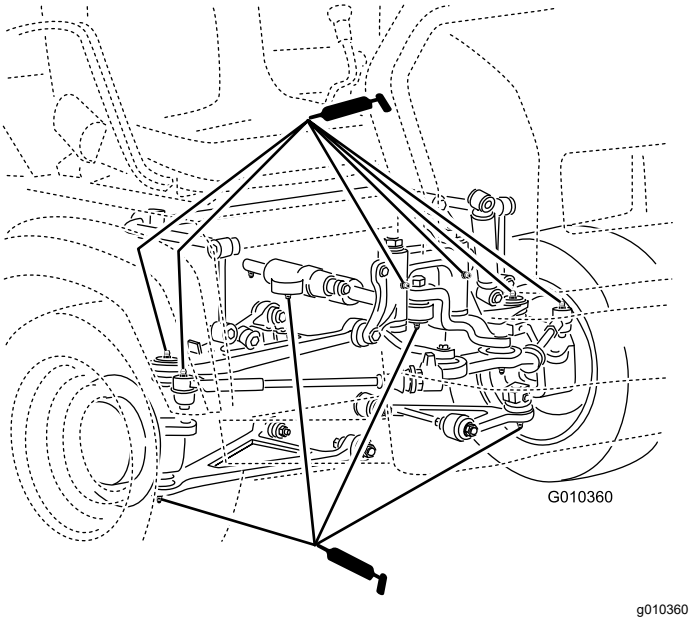

Figura 29
- **Articulaciones esféricas (4)**; consulte Figura 29
- **Tirantes (2)**; consulte Figura 29
- **Soportes de giro(2)**; consulte Figura 29
- **Cilindro de dirección (2)**; consulte Figura 29